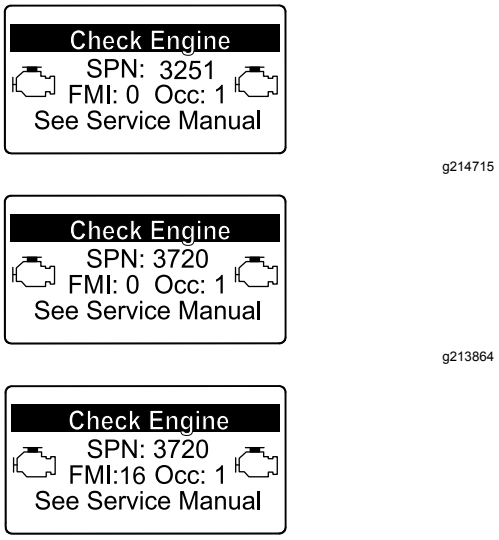

**Figuur 77**
- Als motorstoring CHECK ENGINE SPN 3251 FMI 0, CHECK ENGINE SPN 3720 FMI 0, of CHECK ENGINE SPN 3720 FMI 16 op het InfoCenter (Figuur 77) verschijnt, maak het roetfilter dan schoon zoals hieronder beschreven: